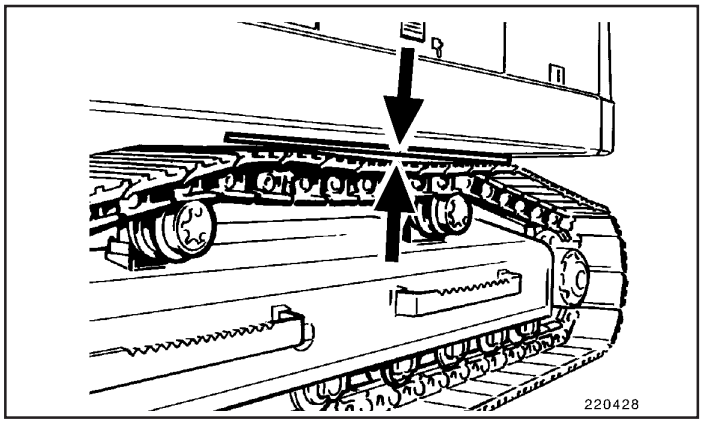

Fig.11
- Coloque uma tábua sobre a esteira, entre os roletes superiores da esteira (Fig.11).
- Medir a maior distância entre a tábua e topo do perfil da sapata da esteira. O valor medido deve ficar entre 3 cm e 4 cm (Fig.11).